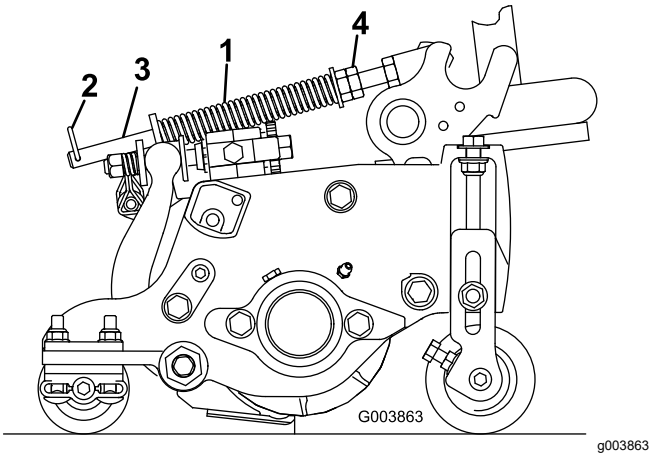

Rysunek 15
Sprężyna kompensacyjna murawy przenosi ciężar z przednich rolek na tylne (Rysunek 15). Pomaga to ograniczyć falowanie murawy, zwane również ondulacjami lub nierówną wysokością.
1. Dopilnuj, aby zawleczka znajdowała się w tylnym otworze drążka sprężyny (Rysunek 15).
2. Dokręć nakrętki sześciokątne z przodu drążka sprężyny, tak aby ściśnięta długość sprężyny wynosiła 12,7 cm w przypadku 5-calowych zespołów tnących lub 15,9 cm w przypadku 7-calowych zespołów tnących (Rysunek 15).